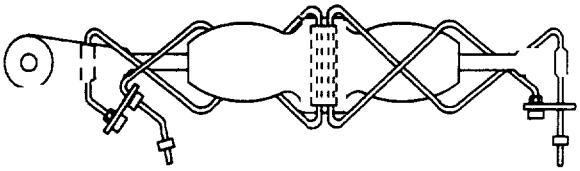

Figure 2-92. Routing of Safety Cable on Turnbuckles
g. *Safety Cable on Turnbuckles.* The standard procedure for securing turnbuckles with safety cable is shown in figures 2-92 and 2-93.
(1) A self looping safety cable is threaded through the turnbuckle. One end shall be wrapped in one direction around the turnbuckle. The safety cable is then threaded through the hole in the self looping jumper, and terminated with the appropriate application tool.
(2) Safety cable diameter selection for turnbuckle applications, 0.032 inch diameter safety cable shall be used on assemblies where cable diameter is 1/16 inch or smaller, and 0.040 inch diameter safety cable or greater shall be used on turnbuckle cable diameters greater than 1/16 inch.